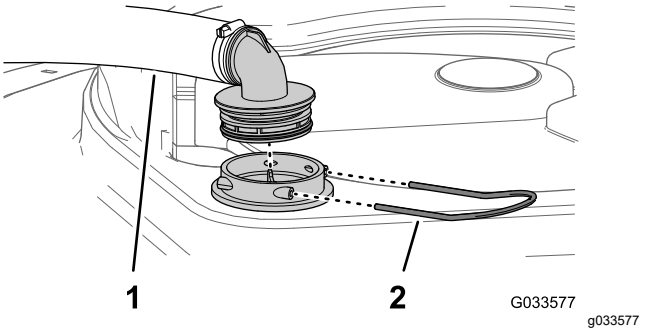

Figura 54
2. Na parte superior do depósito do pulverizador, retire a fixação que prende a união da mangueira unida à tubagem grande da estrutura do filtro (Figura 54).
3. Retire a tubagem e a união da tubagem da estrutura do filtro (Figura 54).